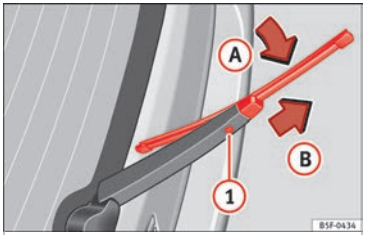

Fig. 63 Changing the rear wiper blade
- Lift the windscreen wiper arm and fold it at an angle of approximately 60° ››› **Fig. 63**.
- Press and hold the release button (1).
- Fold the wiper blade towards the windscreen wiper arm ››› **Fig. 63** (arrow (A)) while pulling in the direction of arrow (B). This may require some strength.
- Insert a new blade of the **same length and type** in the windscreen wiper arm in the opposite direction to the arrow (B) and hook into place. This feature is operational when the knob is in position (arrow (A)).